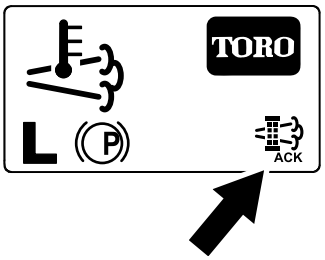

**Figur 66**
8. InfoCenter viser startskjermen, og regenereringsbekreftelsesikonet (Figur 66) vises i nedre høyre hjørne av skjermen mens regenereringen pågår.